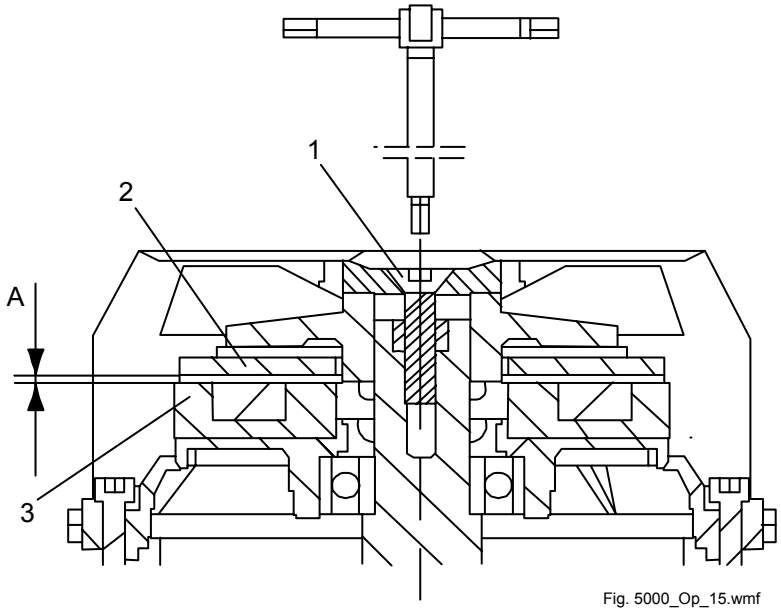

Bild 51 Bromsmotor
Kontrollera luftgapet (mått A) mellan bromsspolen Bild 51 pos. 3 och den rörliga plattan pos. 2 (luftgapet ökar på grund av slitage). När luftgapet är 0,5 mm krävs renovering (se instruktion som medföljer motorn). Armaturplattan måste bytas när friktionsplattor slitis ner 1,5 mm. Efter 4 – 5 renoveringar ska bromsen bytas. Efter kontroll av bromsen, kontrollera att luftgapet (mått A) är korrekt justerat; 0,25 mm. Utför bromsservice och reparation när bromsen är frånskild och jordad.